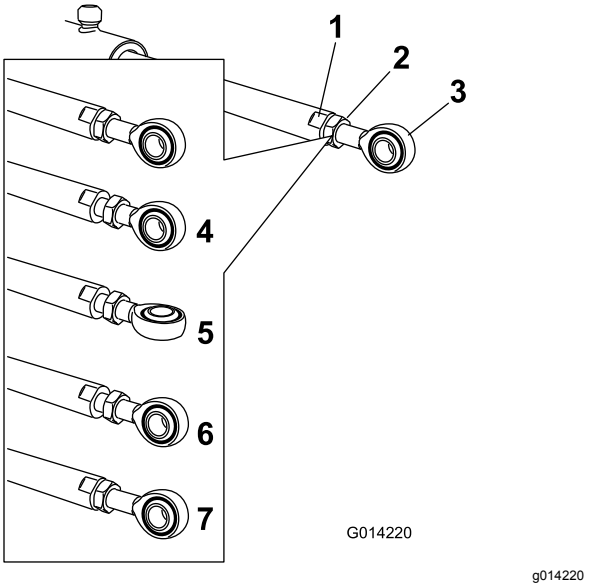

Figur 84
5. Använd en skiftnyckeln på manövreringsstångens platta sidor för att hålla fast den och lossa sedan kontramuttern så att du kan reglera öglestången (Figur 84).
6. Vrid öglestången i manövreringsstången för att förkorta eller förlänga det utökade manövreringsorganet till önskat läge (Figur 84).